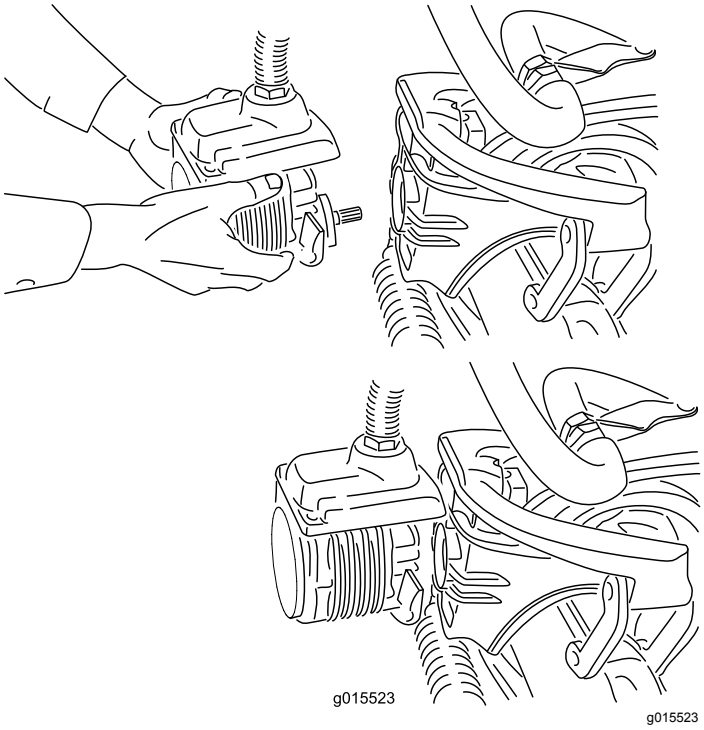

Figure 40
4. Amenez le moteur à la position de rangement sur l'avant du bras de suspension (Figure 40).